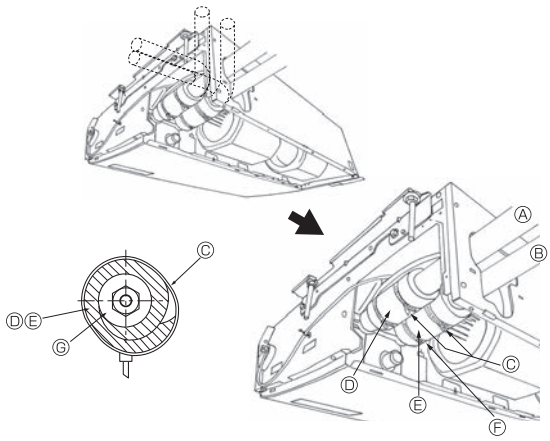

Fig. 4-3
4.3. Appareil intérieur (Fig. 4-3)